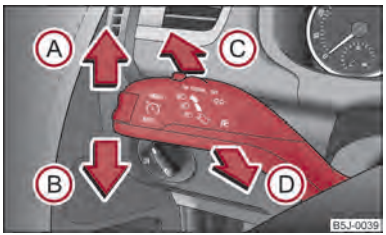

Fig. 26 Leva indicatori di direzione e abbaglianti
– Premere la leva di comando verso l'alto Ⓐ o verso il basso Ⓑ ⇒ fig. 26.